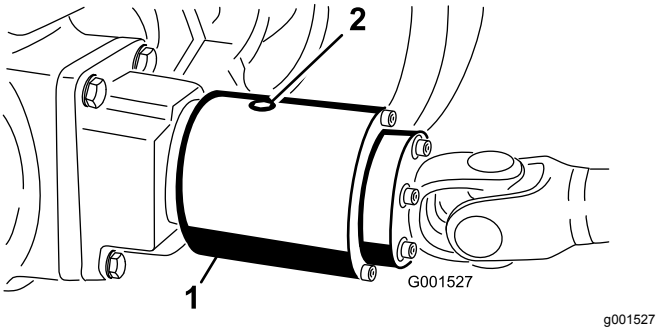

Figuur 63
2. Draai de koppeling (Figuur 63) zodanig dat de controleplug op 4 uur staat.